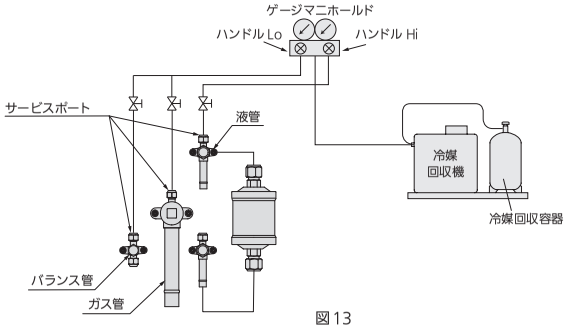

図13
3) 室外ユニットのガス管、液管、バランス管の各サービスポートに冷媒回収機を接続します。(図13)